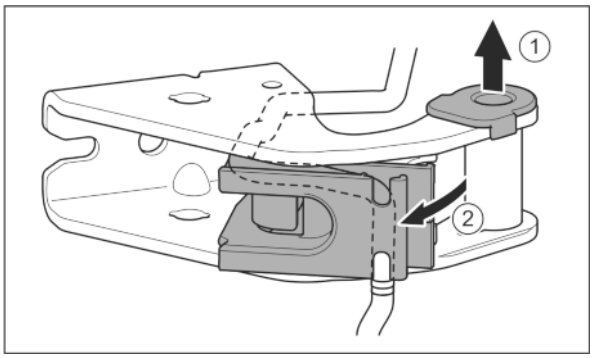

Fig. 25
- ▶ Lagerbussen uit de geleiding trekken. *Fig. 25 (1)*
- ▶ Kabelhouder naar buiten draaien. *Fig. 25 (2)*